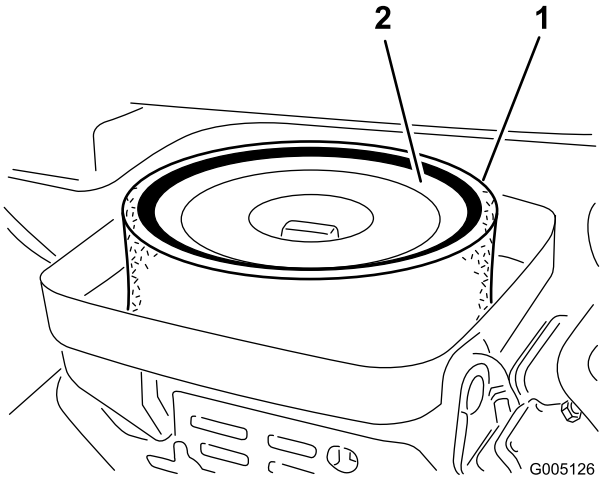

Figur 45
3. Ta bort skumgummidelen från pappersinsatsen om den är smutsig (Figur 45). Rengör den ordentligt på följande sätt: